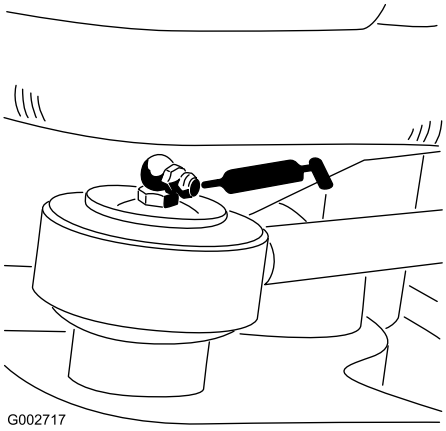

Figur 24
- Styresylinderstagende (1) (kun modell 08705) (Figur 24)